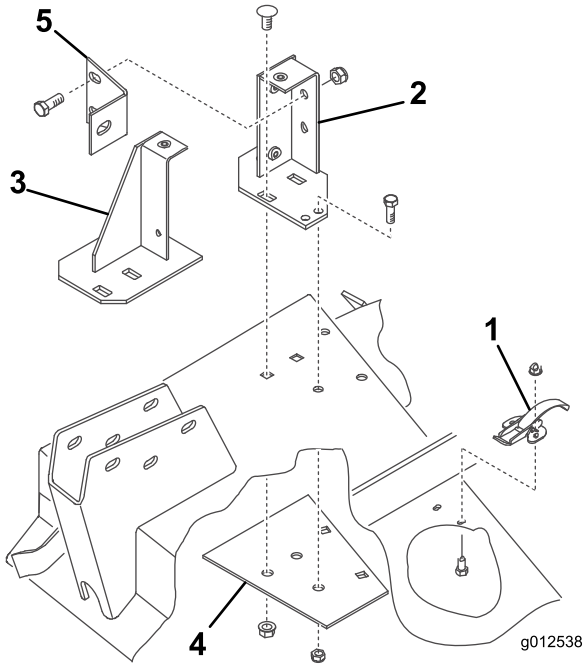

**Figur 9**
1. Afmonter de fastgørelsesanordninger, der fastgør højre skjolddæksels fjederlås til højre side af klippeskjoldet (Figur 9). Afmonter og gem låsen til senere brug med højre dæksel.
2. Placer blæseren og monteringsbeslagene på skjoldet, og ret monteringshullerne ind efter de huller, du brugte tidligere til montering af græsdeflektoren. Figur 9 er vist med blæseren afmonteret fra beslagene. Sørg for, at der ikke er afstand mellem blæseren og klippeskjoldet.
3. Placer den nye forstærkningsplade under skjoldet, og ret monteringshullerne ind efter de huller, du brugte tidligere til montering af græsdeflektoren (Figur 9).
4. Monter forreste og bageste beslag og forstærkningspladen på skjoldet med de to tidligere afmonterede bræddebolte (3/8 - 16 x 7/8 tomme) og flangemøtrikker (Figur 9). Bolthovederne skal være ovenpå skjoldet.
7. Fastgør beslagene og forstærkningspladen til skjoldet med bolte (5/16-18 x 3/4 tomme) og låsemøtrikker (Figur 9). Bolthovederne skal være ovenpå skjoldet.
8. Monter blæserafstiveren på det bageste monteringsbeslag med to bolte (3/8-16 x 1 tomme) og låsemøtrikker (Figur 9) og på styrehjulsarmen med en bolt (3/8-16 x 1 tomme).